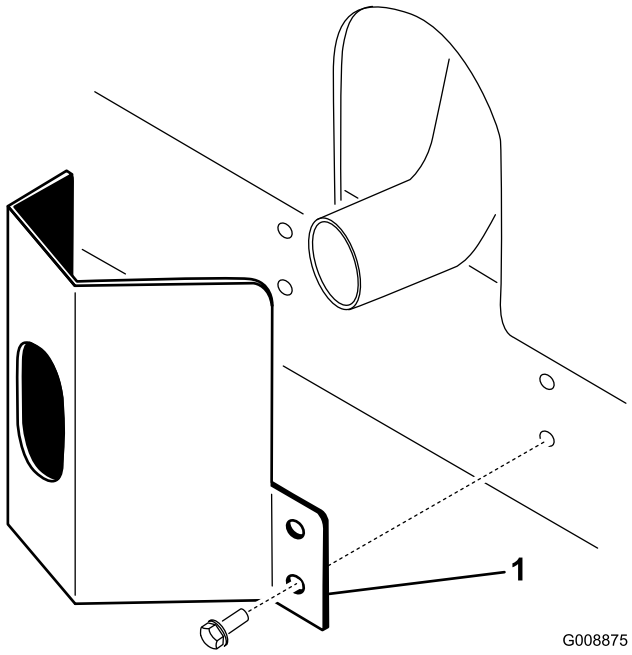

Figura 11
1. Coloque el protector del tubo de escape alrededor del silenciador, alineando los taladros de montaje con los del bastidor (Figura 11).
2. Fije el protector al bastidor con 4 tornillos autorroscantes (Figura 11).